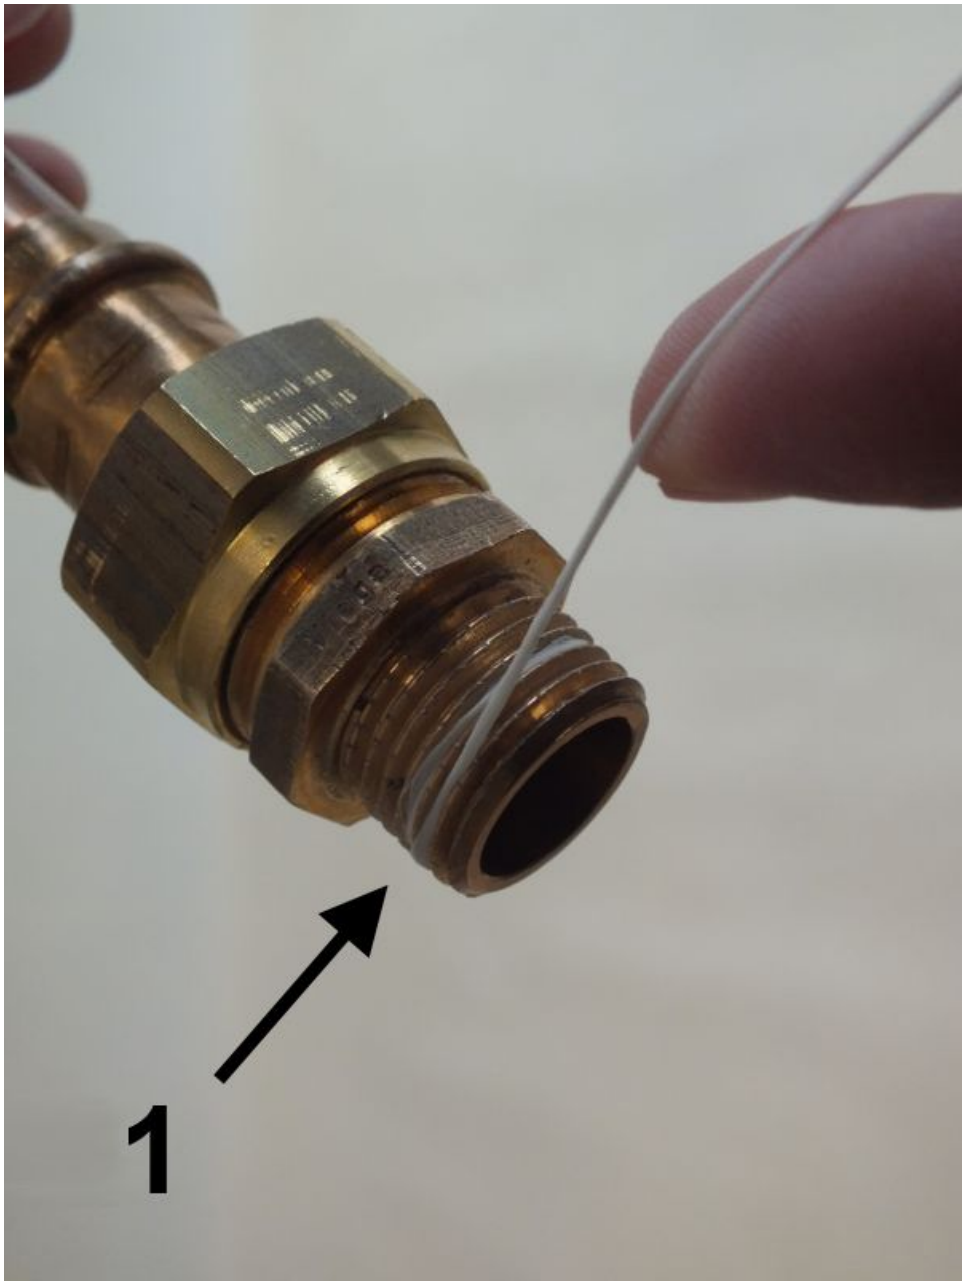

Fig. 9: Apply sealing thread
2. Apply sealing thread (*Fig. 9*/1) to the napped area in the threaded direction. Observe the quantity recommended by the sealant manufacturer.